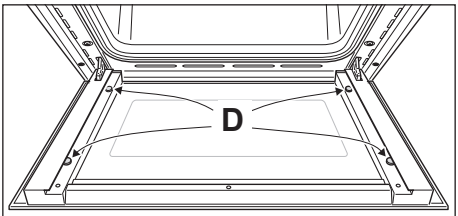

Fig. 6.23
IMPORTANT: It is advisable, while removing the glass, to keep pressed in position the four rubber pads "**D**" (fig. 6.23), by a finger, to avoid breakage or slippage of the rubber pads themselves.
- Check that the four rubber pads are in place ("**D**" in fig. 6.23).